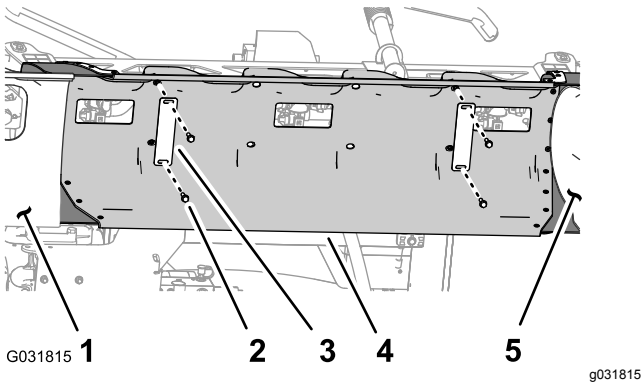

**Figur 19**
1. Understøt midtersektionens dæksel (11 dyser), og afmonter de 4 flangehovedbolte (5/16 x 1-1/4 tomme) og 2 dækselstropper, der fastgør dækslet til dækselstøttebeslaget (Figur 19).